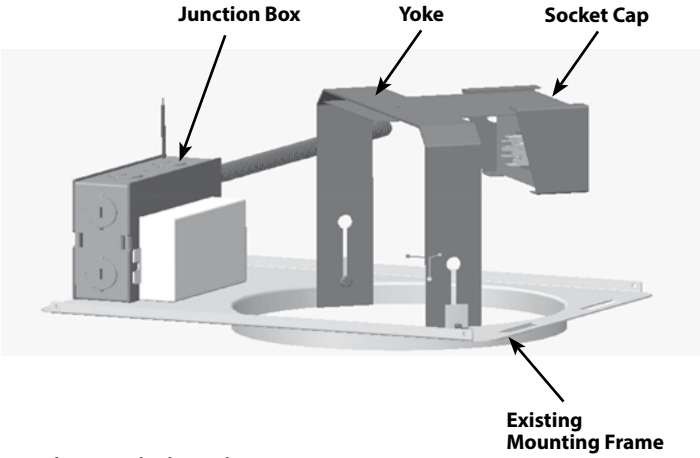

Fig.1. Existing Fixture
1. Disconnect power to the **Existing Fixture (Fig. 1).**